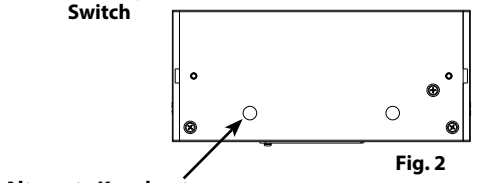

Fig. 2
B) Alternate Knockouts for 24" or 32" only(Fig. 2 and 3).